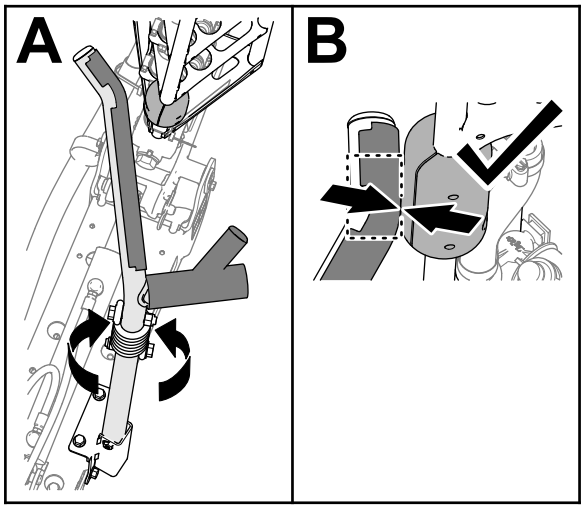

Figura 112
4. Rode o conjunto da cavidade até a dobra na cavidade do tubo alinhar com o bloco de deslizamento na parte superior do tubo da rampa exterior (Figura 112)
Nota: Os blocos devem tocar na cavidade na dobra do tubo da cavidade superior (Figura 112).